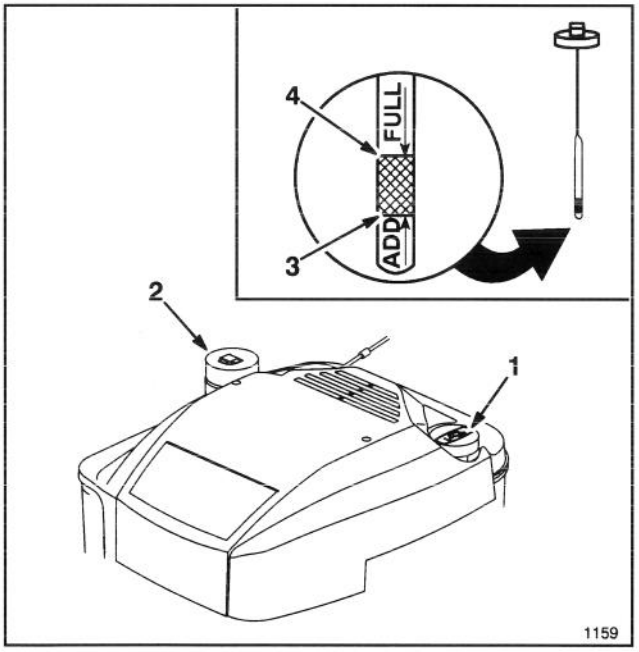

Afbeelding 5
3. Veeg de oliepeilstok af en steek hem weer in het vulgat. Draai de dop een kwartslag naar rechts. Verwijder, daarna de oliepeilstok weer en controleer het oliepeil (Afb. 5). **INDIEN HET PEIL TE LAAG IS, OLIE BIJVULLEN TOT AAN DE VULLIJN OP DE OLIEPEILSTOK. VUL NIET BOVEN DE VULLIJN OMDAT DE MOTOR BIJ HET STARTEN ZOU KUNNEN BESCHADIGEN. LANGZAAM BIJVULLEN.**
1. Maak de tank rond de dop schoon en verwijder de dop van de tank (Afb. 5). Vul de tank met loodvrije benzine tot ongeveer 6-13 mm van de rand.